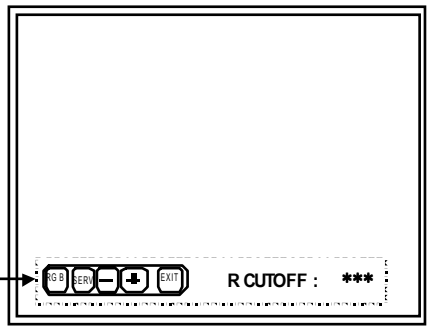
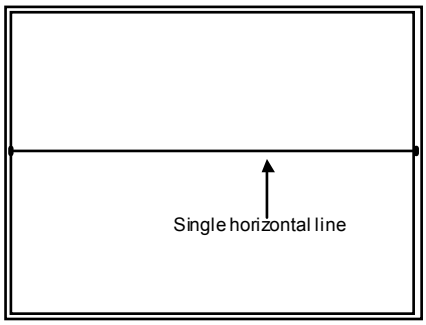

Fig.9
Fig.10
①In the WHITE BALANCE menu screen, press the **CHROMA/PHASE** key to enter to the CUTOFF adjustment mode (Fig. 9). In this case, key function is replaced as shown below.
②Whenever press the **CHROMA/PHASE** key, change the adjustment colour of R, G and B.
③The single horizontal line service screen appears if press the **CONTRAST/BRIGHT** key (Fig. 10).